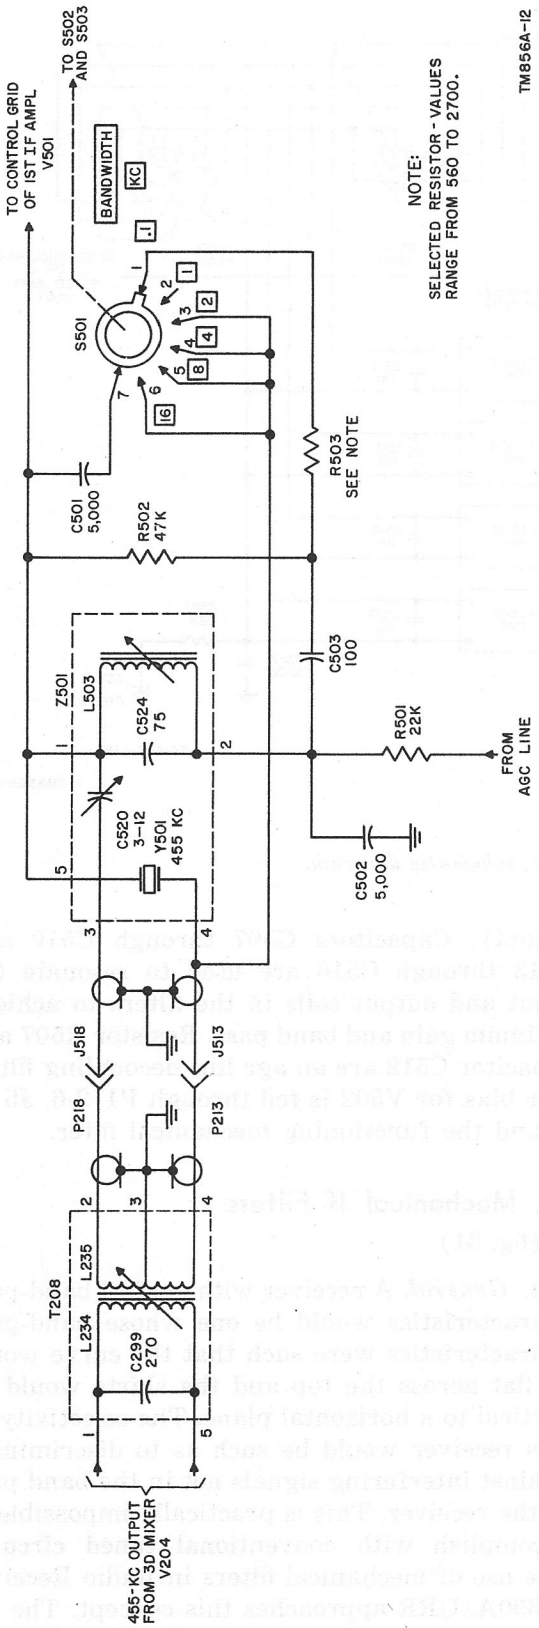

Figure 29. Crystal filter, schematic diagram.
(fig. 29)
a. The control grid of V501 is returned to the agc line through the crystal filter circuit (fig. 29). The cathode circuit returns to ground through cathode-biasing resistor R504, if choke coil L501, connectors J512-16 and P112-16, and RF GAIN control R103. Capacitors C505 and C504 prevent degeneration and add additional bypassing for if signals to ground. Screen grid voltage is obtained from the junction of resistors R506 and R505, part of a voltage divider across the switched rf-if B+ line consisting of resistors R506, R505, R504, and RF GAIN control R503. Capacitor C506 bypasses the screen grid to prevent degeneration. Plate voltage for V501 is obtained through rf choke coil L505 and the decoupling filter consisting of R508 and C511. Plate voltage for the plate and screen grid circuits is obtained through J512-2 and P112-2 from the switched rf-if B+ line.